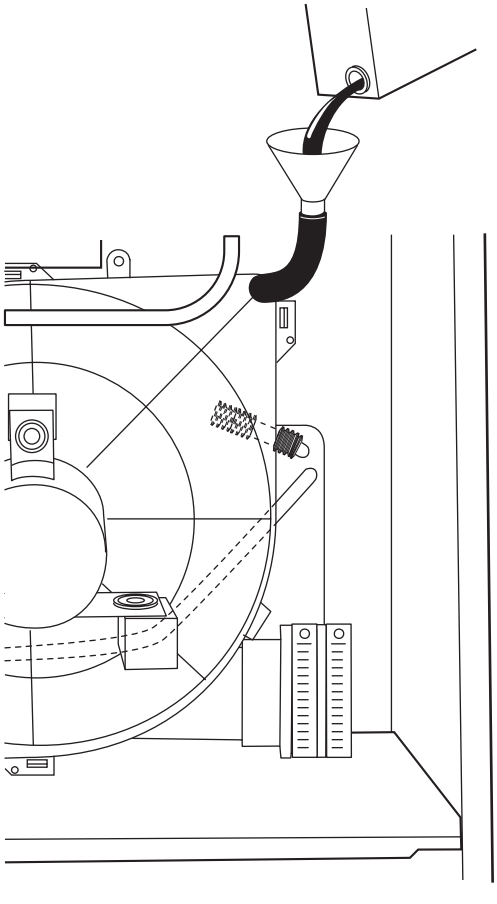

Fig. 53—Filling Condensate Trap
4. Pour 1 quart of water into funnel/tube. Water should run through inducer housing, overfill condensate trap, and flow into open field drain. (See Fig. 53.)